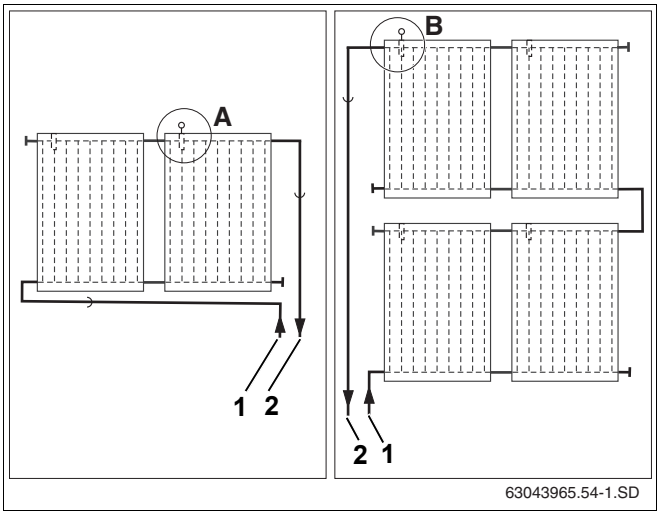

Рис. 53 Место установки датчика коллектора (схематическое изображение)
Обратите внимание на разные места установки при одно- и двухрядной коллекторной системе (рис. 53).
Датчик должен устанавливаться в коллектор, к которому подключена подающая линия (рис. 53, **поз. 2**).
– Место установки (рис. 53, **поз. A**) в однорядной системе коллекторов.
– Место установки (рис. 53, **поз. B**) в двухрядной системе коллекторов.